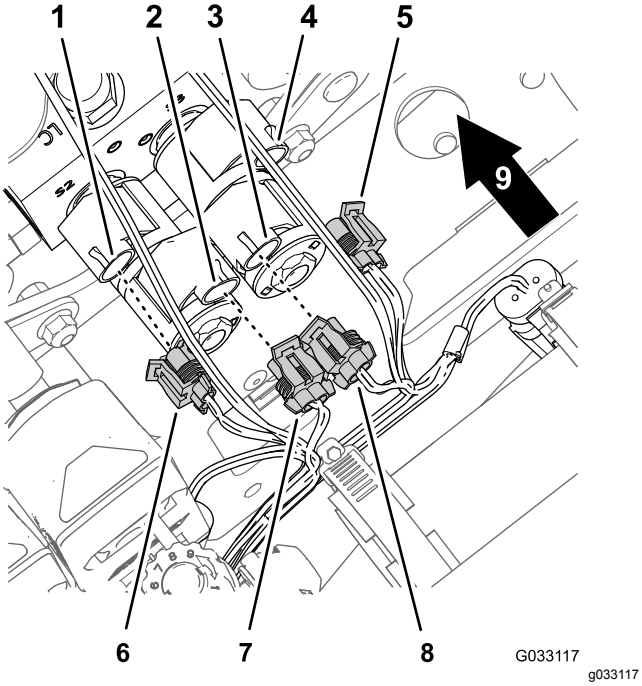

Figur 32
3. Frakobl konnektorerne med 2 sokler på ledningsnetstikket for det soniske bomfinishingsæt (Figur 32) fra konnektorerne med to ben på løftecylindermanifoldens solenoider som følger: